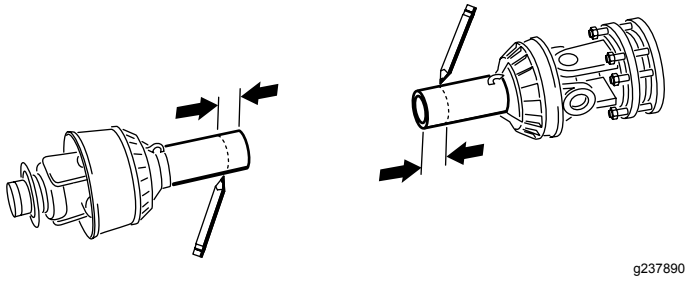
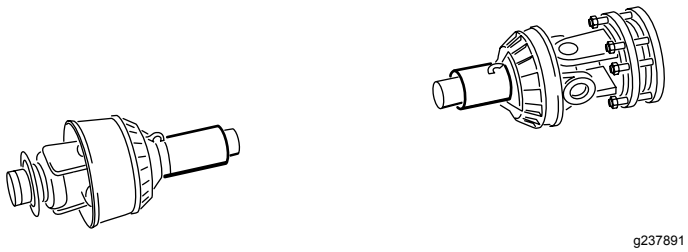

Rysunek 20
Rysunek 21
14. Używając wymiarów ustalonych w kroku 11, zlokalizuj, zaznacz i odetnij same osłony bezpieczeństwa, aby odsłonić rury (Rysunek 20 i Rysunek 21).